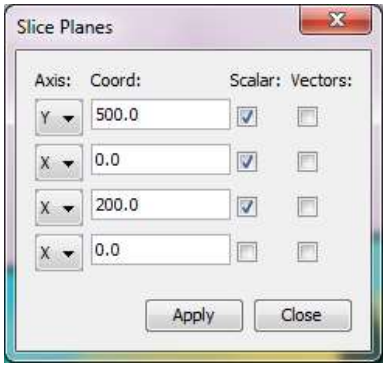
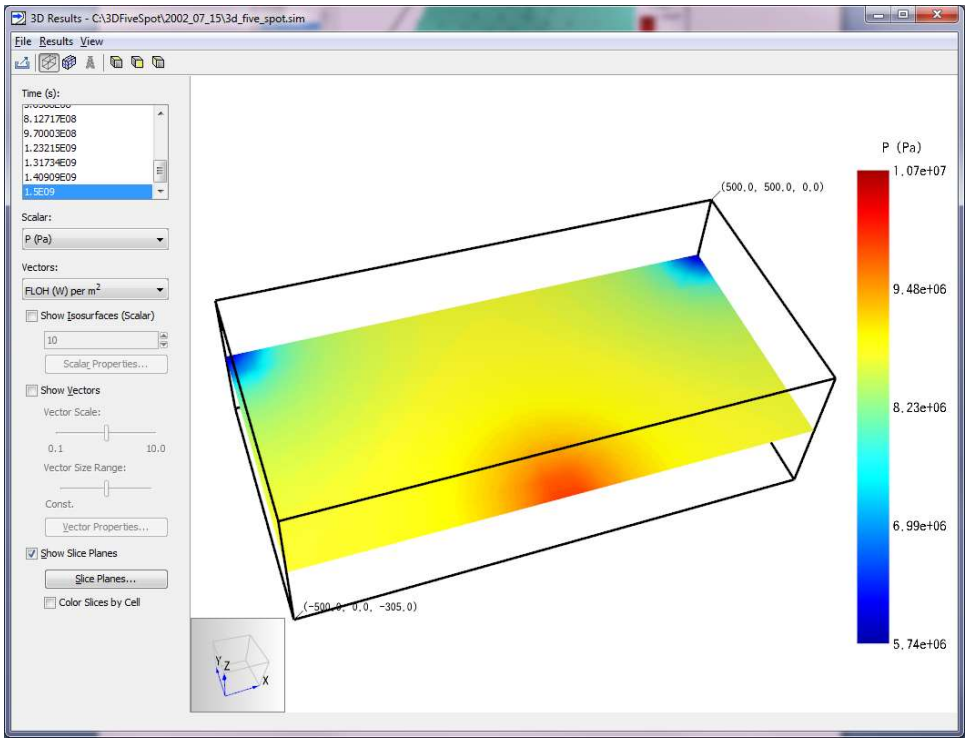
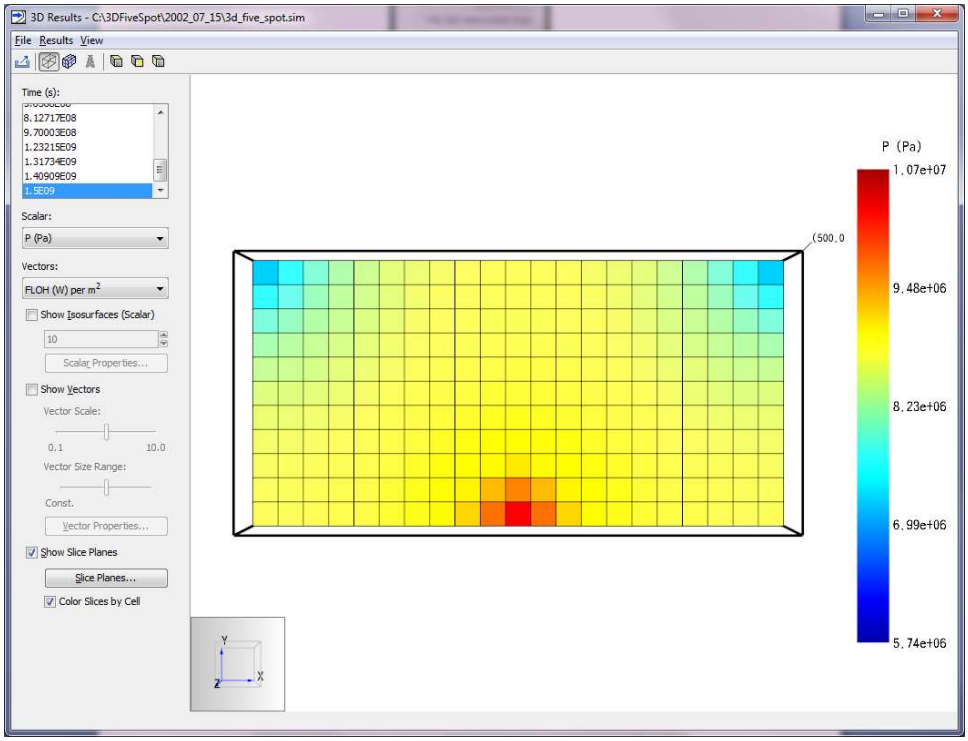

**Figure 12-5: Slice Planes dialog**
**Figure 12-6: Example of contours on slice planes**
**Figure 12-7: Slice contours colored by cell**
- **Show Slice Planes** - Turns on slice planes on which contours of the scalar parameter are displayed. Select the **Slice Planes...** button to define the axes normal to the planes and the coordinates of the planes, Figure 12-5. Typical plots are shown in Figure 12-6. You can also view the slices as discrete values per cell as shown in Figure 12-7 by selecting **Color Slices by Cell**.